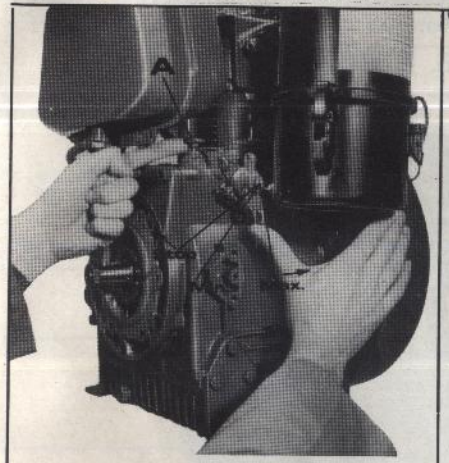

Fig. 6
Ricordarsi di fare questa operazione avendo dato metà acceleratore e sollevato il supplemento di avviamento A di Fig. 6. Per motori provvisti di avviamento elettrico la ricarica del sistema di iniezione si effettua facendo ruotare il motore col motorino elettrico; abbassando la levetta di decompressione si agevola la rotazione del motore.
1) Si mette l'acceleratore su una posizione intermedia fra Max e Min (Fig. 6).
2) Si solleva il pomello del supplemento di avviamento (A Fig. 6).
Prima di fermare il motore portare la leva acceleratore verso il minimo (Fig. 6 - Min.) e lasciare girare il motore per circa 5 minuti. Spingendo a fondo la leva (Fig. 6 - Stop) si provocherà l'arresto del motore.
Fig. 6 a
1) Ogni giorno verificare il livello dell'olio. (Fig. 6 a)